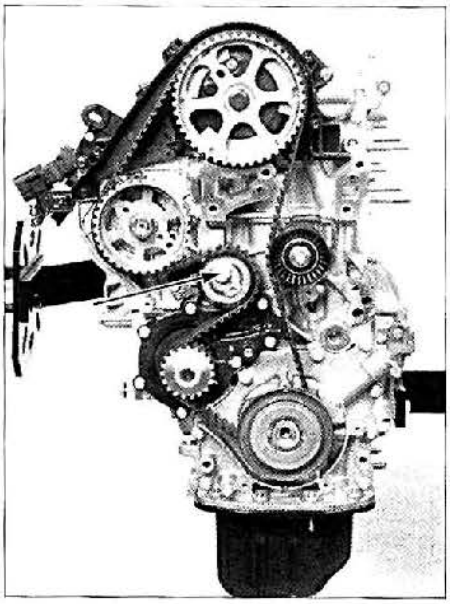

FIG. 12
• Aflojar el tornillo de fijación del rodillo tensor **(fig. 12)** y girarlo en el sentido horario para destensar la correa.